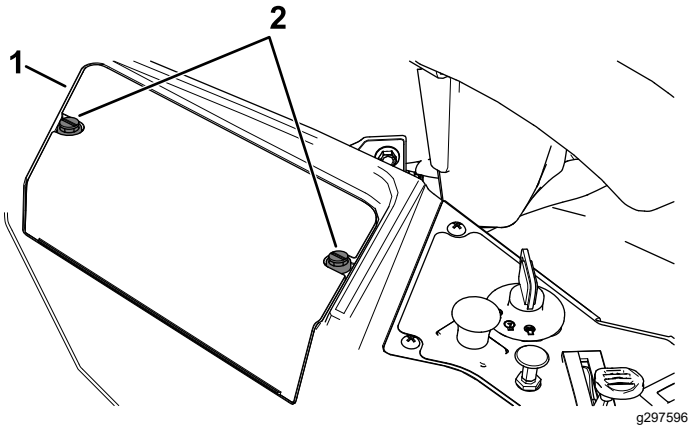

Rysunek 54
3. Poluzuj 2 elementy mocujące na pokrywie akumulatora obracając je w lewo o 1/4 obrotu i zdejmij pokrywę akumulatora (Rysunek 54).
6. Zamontuj pokrywę akumulatora dociskając ją i przekręcając 2 mocowania w prawo (Rysunek 54).